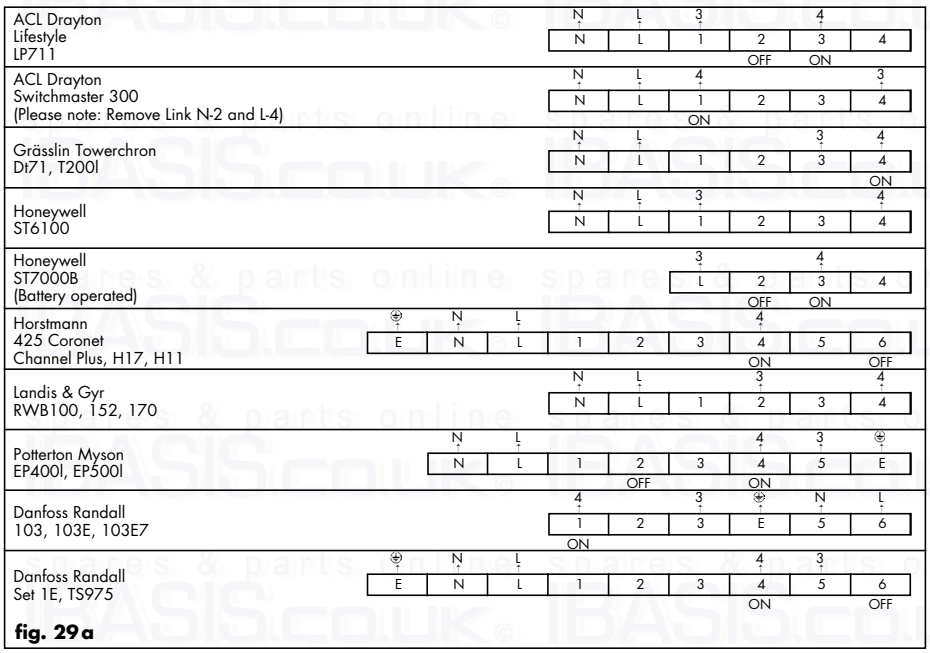

fig. 29a
4.8.2.2 Connection details for external time switches and boiler terminal strip (refer to fig 29a).
Fig. 29a shows the connection details where a time switch is used without a room thermostat to control the boiler. (Important: The arrowed numbers indicate connection into the relevant terminal in the boiler terminal strip).